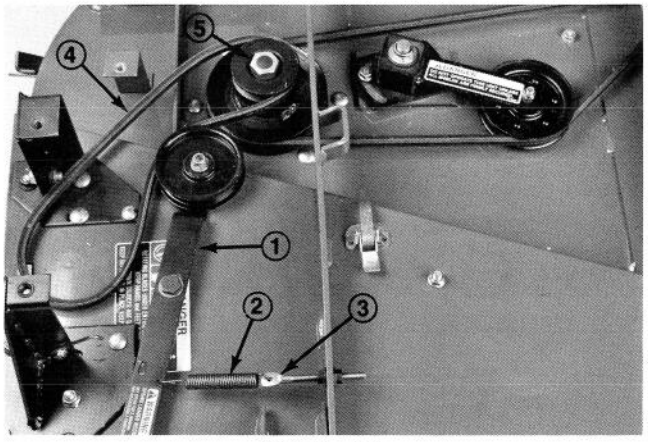

Figure 15
3. Thread a 5/16 - 18 flange nut onto threaded rod approximately 2" (Fig. 15).
4. Insert end of threaded rod through hole in bridge bar and loosely secure with another 5/16 - 18 flange nut (Fig. 15). Do not tighten flange nuts at this time. Adjust spring tension after blower assembly and belt have been installed.
5. Hook short loop of spring into hole in threaded rod and long loop in hole in idler arm (Fig. 15).